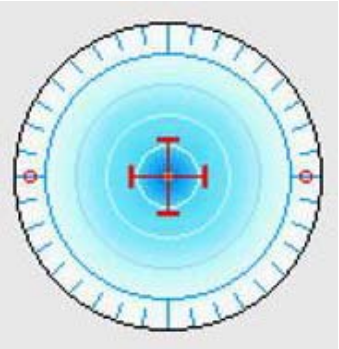

Figure OP-19 Target Area
8. When you reach the center point, the cross turns red and message "Marking OK" appears. Refer to Figure OP-19.